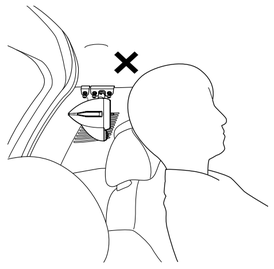

図4-2
- 取り付けたスピーカーが、頭に近い位置になるトリムへの取り付け（図4-2）